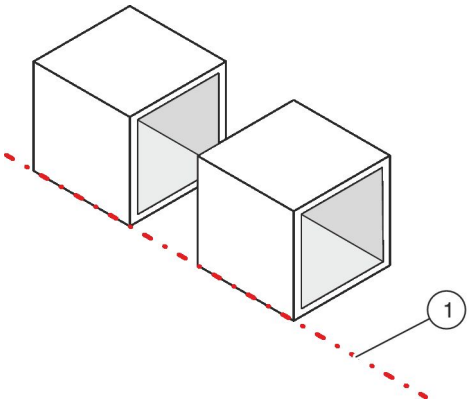

Abb. 14: RLT-Bauteile ausrichten
3. ▸ Die RLT-Bauteile an einer Linie (Abb. 14 /1) fluchtend ausrichten.